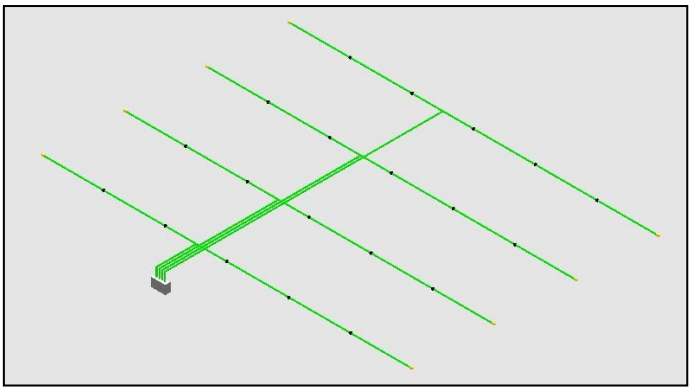

Figure 6: Example of On Ceiling Detection (Branched Layout).
1. On Ceiling Detection – sampling pipes are located on the ceiling (Figure 6).
An example of a branched layout, ceiling sampling pipe network configuration is shown in Figure 6.